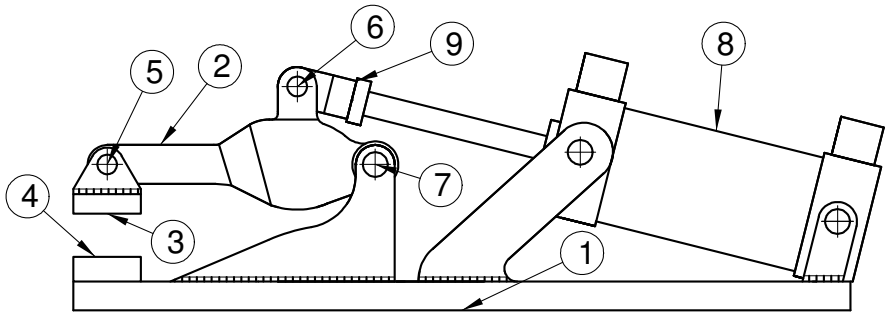

Figura 1 - Desenho de Conjunto do Dispositivos
1. (3,5 PONTOS) A figura 1 mostra o esquema do desenho de conjunto (as linhas de invisibilidade foram suprimidas para maior clareza) de um dispositivo pneumático para fixação de peças. Sabendo que o dispositivo é simétrico em relação ao plano da folha de papel, pedem-se:
c) (1,0) Faça o esboço de uma vista em corte simples, com o plano de corte atingindo as peças 2, 3 e 5. Indique o plano de corte no desenho de conjunto da figura 1.